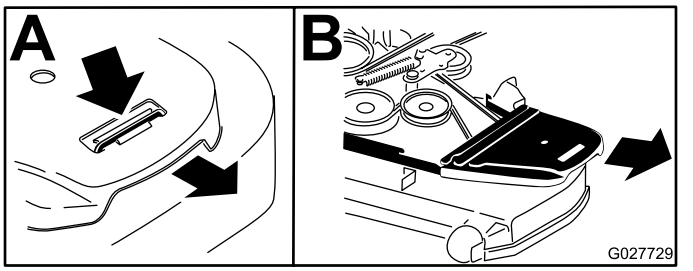

Figuur 94
7. Verwijder de plastic riemkap (Figuur 94).
6. Verwijder de aandrijfriemkappen (Figuur 94).